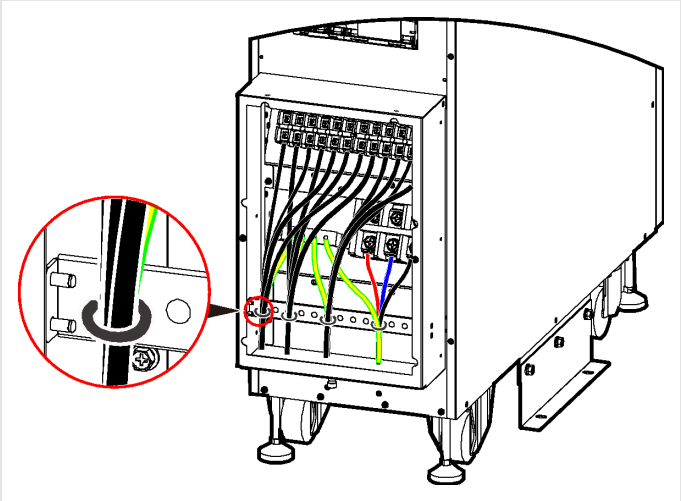

FIGURE 4-26 Step 6 — tie the cables in four bundles
6. Divide the cables into four bundles and tie them to the cable tie bar at the bottom of the cabinet (Figure 4-26).